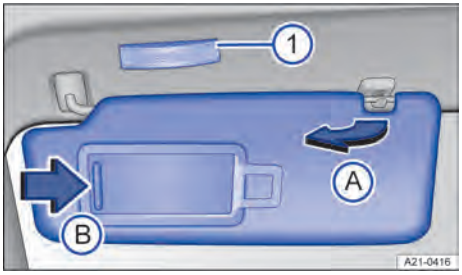

Fig. 101 En la parte delantera del revestimiento interior del techo: parasol.
2. Se pueden extraer del soporte y girar hacia las puertas → Fig. 101 Ⓐ.
1. Desplace la tapa en el sentido de la flecha → Fig. 101 Ⓑ.
La luz → Fig. 101 ① se apaga al cerrar la tapa del espejo de cortesía o al subir el parasol.